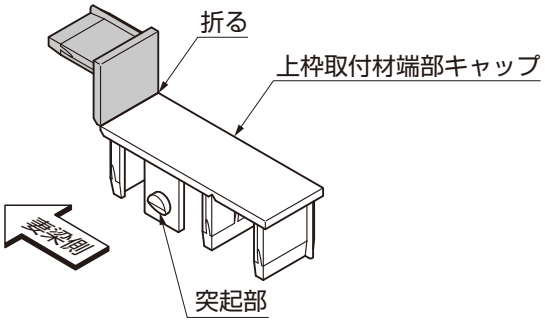

図5-7
①上枠取付材端部キャップの片側を折ってください。（図5-7参照）